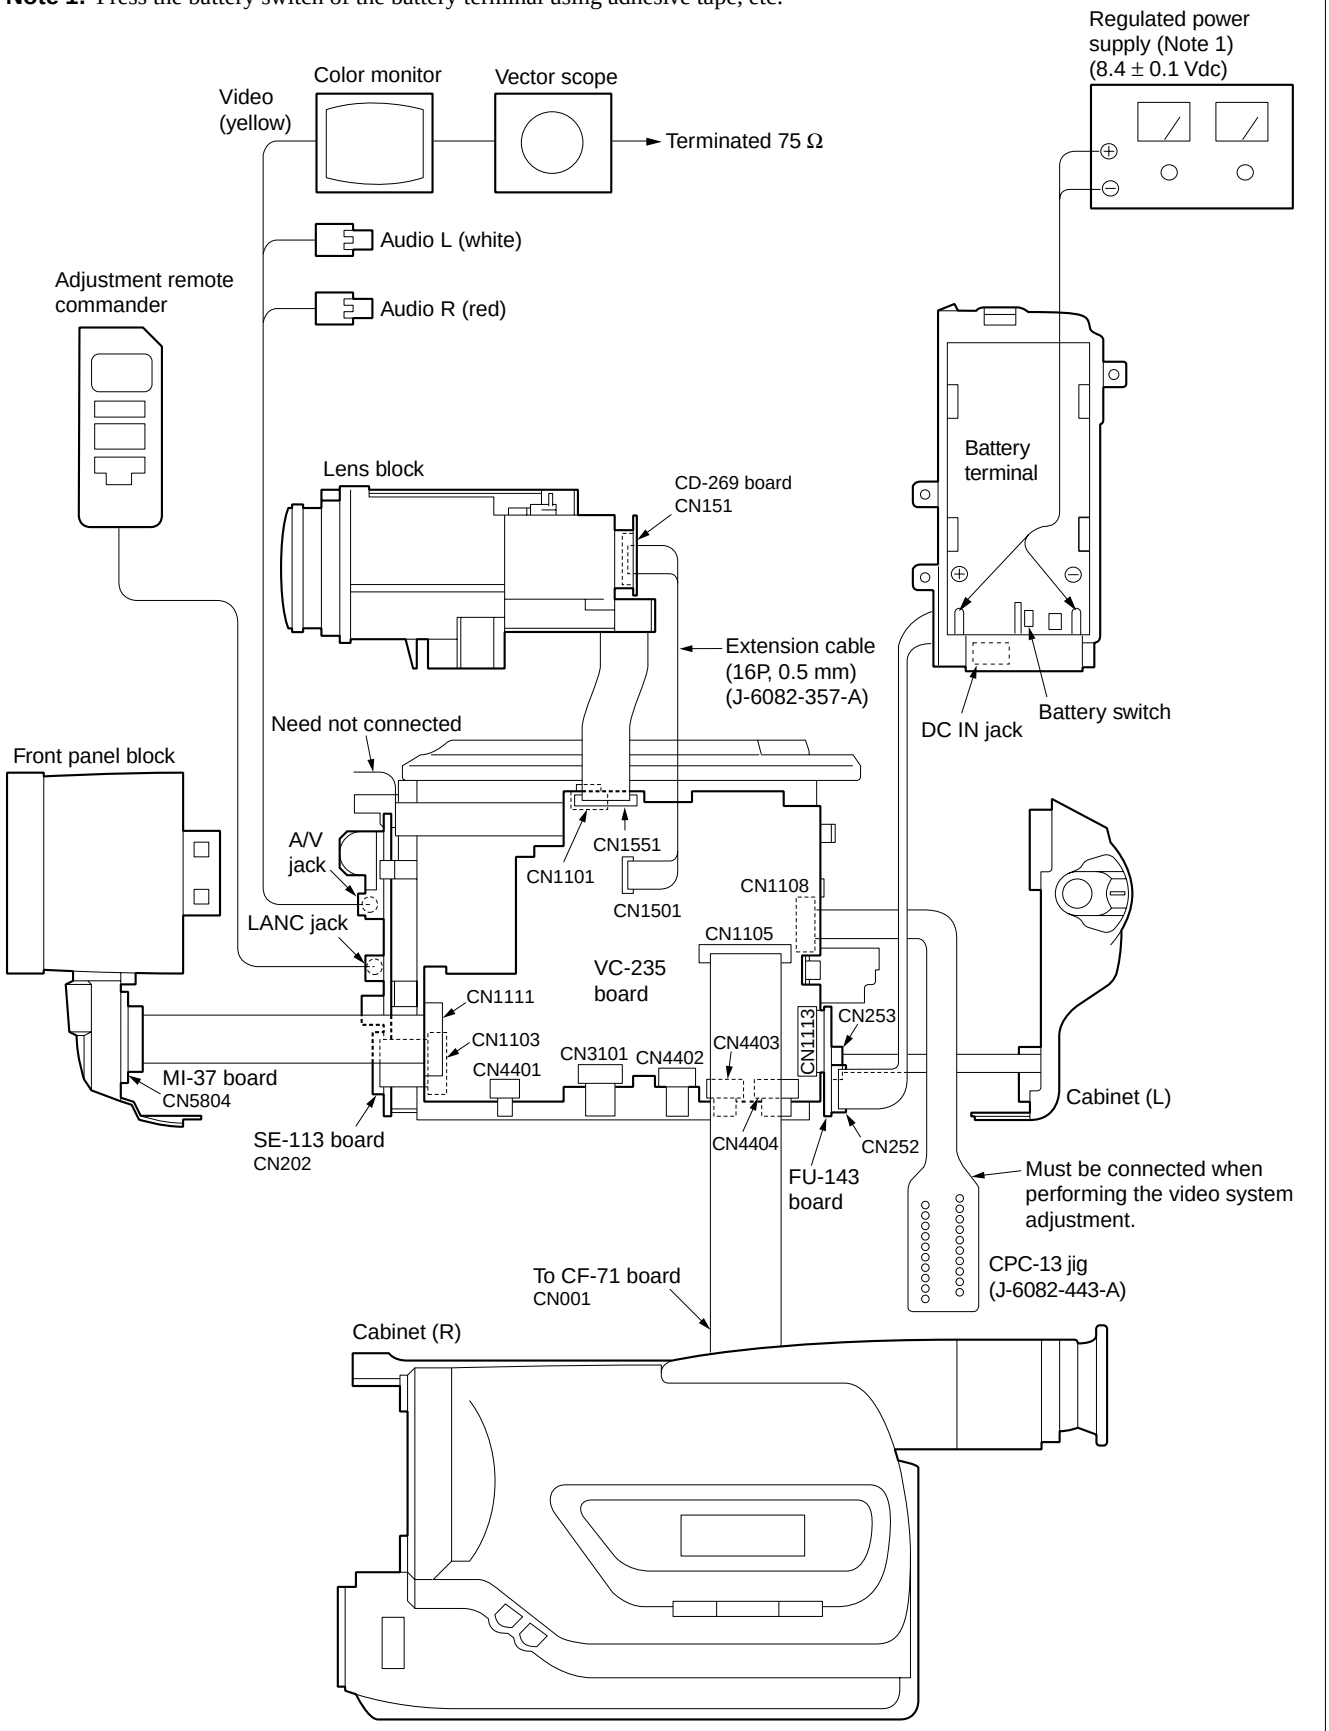

Fig. 5-1-3
1) Connect the equipment for adjustments according to Fig. 5-1-3, 4.